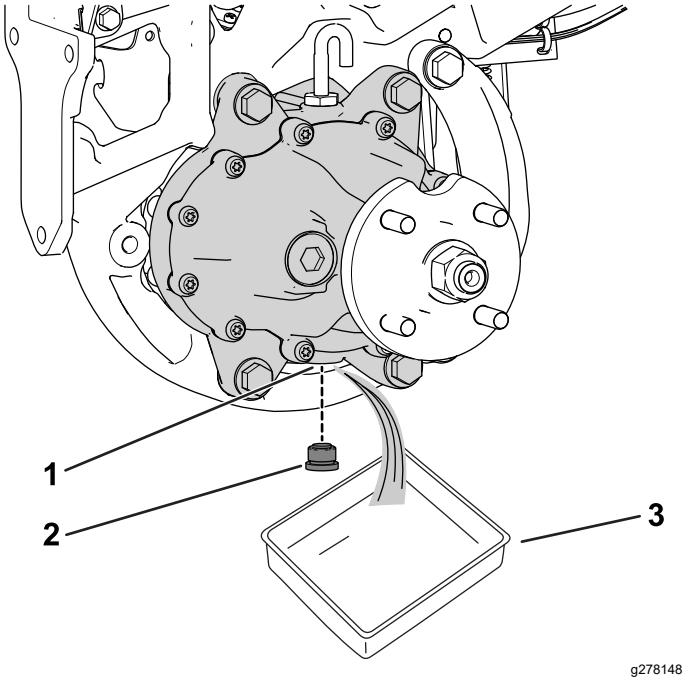

Figur 66
3. Placera ett avtappningskärl under hjulmotorn (Figur 66).
4. Ta bort pluggen från avtappningsöppningen (Figur 66).
6. Montera avtappningspluggen i avtappningsöppningen (Figur 66).